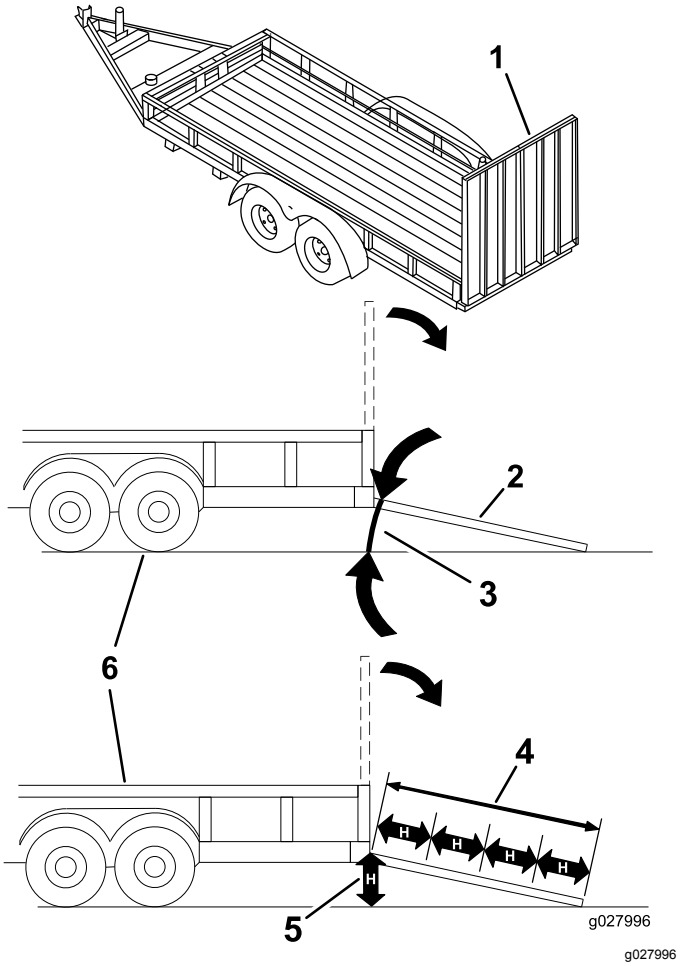

Figuur 28
Als een machine wordt geladen op een aanhanger of een vrachtwagen, wordt de kans vergroot dat de machine kantelt. Dit kan ernstig lichamelijk letsel of de dood veroorzaken (Figuur 28).
3. Laat de oprijplaat zakken; zorg dat de hellingshoek van de oprijplaat ten opzichte van de grond niet groter is dan 15 graden (Figuur 28).
1. Laat de oprijplaat zakken; zorg dat de hellingshoek van de oprijplaat ten opzichte van de grond niet groter is dan 15 graden (Figuur 28).